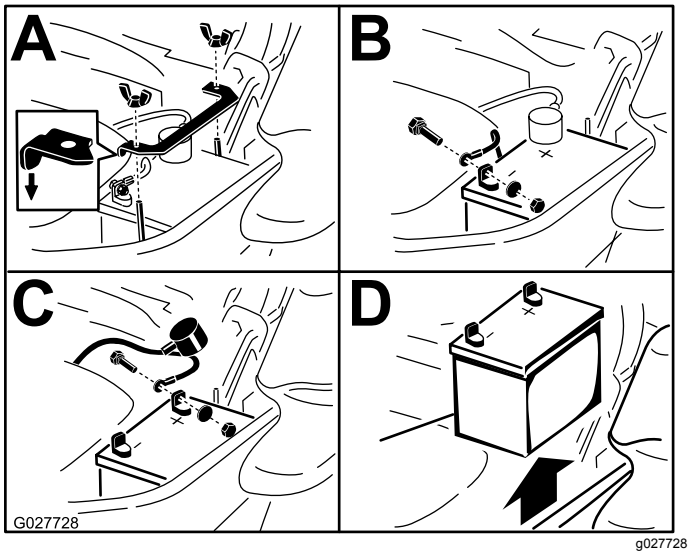

**Figur 51**
3. Tag batteriets minuskabel (sort) af batteriets minuspol (–) (Figur 51).
4. Skub den røde klemme af batteriets pluspol (+), og fjern batteriets pluskabel (rødt) (Figur 51).
5. Fjern den vingemøtrik, som fastgør batteriets spændestykke (Figur 51).
6. Fjern spændestykket (Figur 51).
7. Fjern batteriet (Figur 51).
1. Placer batteriet i bakken, så polerne vender væk fra hydrauliktanken (Figur 51).
4. Fastgør kablerne med 2 bolte, 2 spændeskiver og 2 låsemøtrikker (Figur 51).
6. Monter spændestykket, og fastgør det med vingemøtrikken (Figur 51).